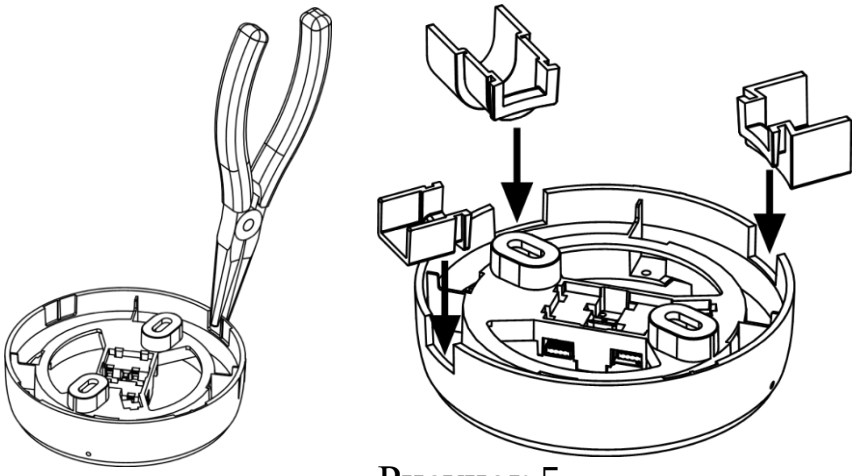

Рисунок 5
4.4 Кабельные вводы устанавливаются в выламываемые отверстия в базе (см. Рисунок 5).